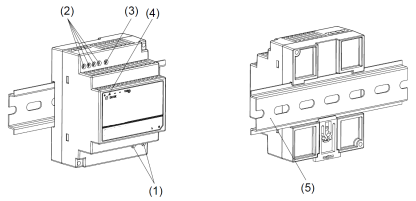
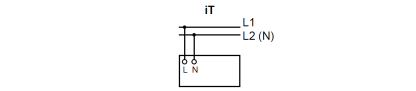

Figure 1
Figure 5
2. Gerätebeschreibung (Abb. 1)
5.1. Anschluss der Eingangsklemmen (Abb. 1, Abb. 5)
Verwenden Sie die Eingangsklemmen L und N (Schutzleiter), um den 100-240Vac-Anschluss herzustellen. Abb. 5 zeigt den Anschluss an die unterschiedlichen Netztypen.
5.2. Anschluss der Ausgangsklemmen (Abb. 1 (2))
Verwenden Sie die Schraubklemmen „+“ und „-“, um den 15Vdc-Anschluss herzustellen. Am Ausgang stehen 15Vdc zur Verfügung. Die Ausgangsspannung kann am Potentiometer zwischen 12 und15,3Vdc eingestellt werden. Die grüne LED “DC OK” zeigt die korrekte Funktion des Ausgangs an (Abb. 1 (4)). Das Gerät verfügt über einen Kurzschluss-, Überlast- und Überspannungsschutz, der auf 19.5Vdc begrenzt ist.